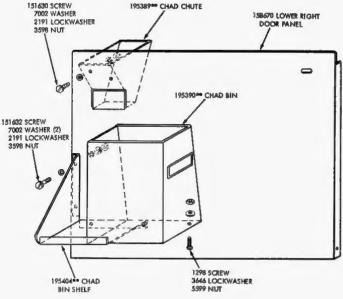

FIGURE 7. 195391** MODIFICATION KIT MOUNTING ARRANGEMENT
2.12 Mount the 195404** chad bin shelf to the front of the 158670 panel door by means of the four 151632 screws, 2191 lockwashers, 3598 nuts, and eight 7002 flat washers as illustrated in Figure 7. Align the shelf so that it is flush or slightly underflush with the left edge of the 158670 door panel.
2.13 Mount the 195389** chad chute to the rear of the 158670 door panel by means of the two 151630 screws, 7002 flat washers, 2191 lockwashers, and 3598 nuts as illustrated in Figure 7.